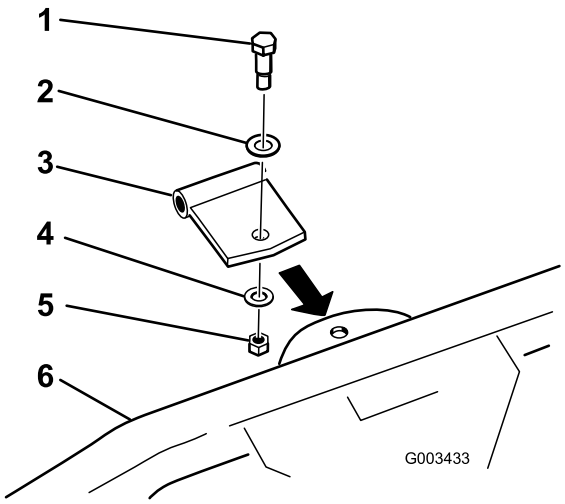

Figura 13
2. Fije el soporte/pivote recto al rastrillo flexible con el perno de cuello largo, una arandela de 0,531 x 1,063, una arandela de 0,469 x 0,922 y una contratuerca de 7/16 pulgada, según se muestra en Figura 13.